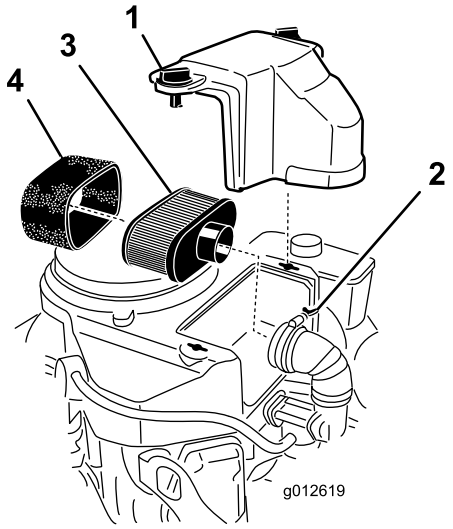

Figur 41
3. Gör rent omkring luftrenaren så att inte smuts faller ned i motorn och orsakar skador (Figur 41).
4. Öppna kåpans vred och ta bort luftrenarkåpan (Figur 41).
5. Skruva loss slangklämman och ta bort luftrenarenheten (Figur 41).
6. Dra försiktigt loss skumplastinsatsen från pappersinsatsen (Figur 41).
Obs: Om pappersinsatsen är mycket smutsig bör den bytas ut mot en ny (Figur 41).
1. Skjut försiktigt på skumplastinsatsen på luftrenarens pappersinsats (Figur 41).
2. Sätt luftrenaren på luftrenarbasen eller slangen och fäst den (Figur 41).
3. Sätt luftrenarkåpan i rätt läge och dra åt kåpvredet (Figur 41).